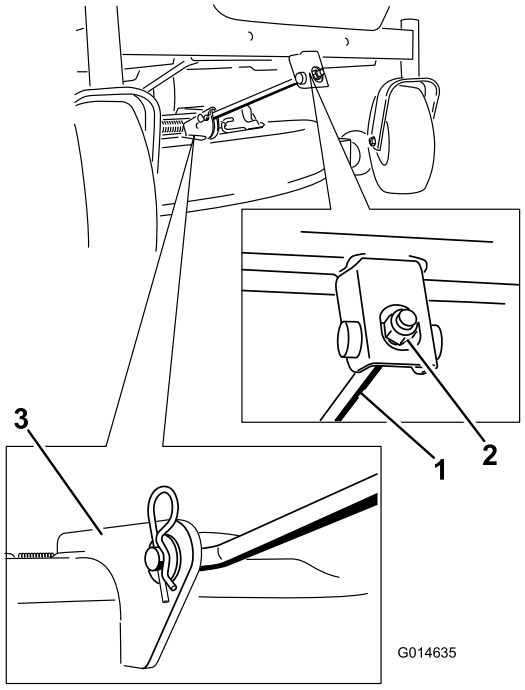

Figure 58
4. Remove the hairpin-cotter pin from the front support rod, and remove the rod from the deck bracket (Figure 58).
6. Attach the front support rod to the mower deck with the clevis pin and hairpin cotter (Figure 58).